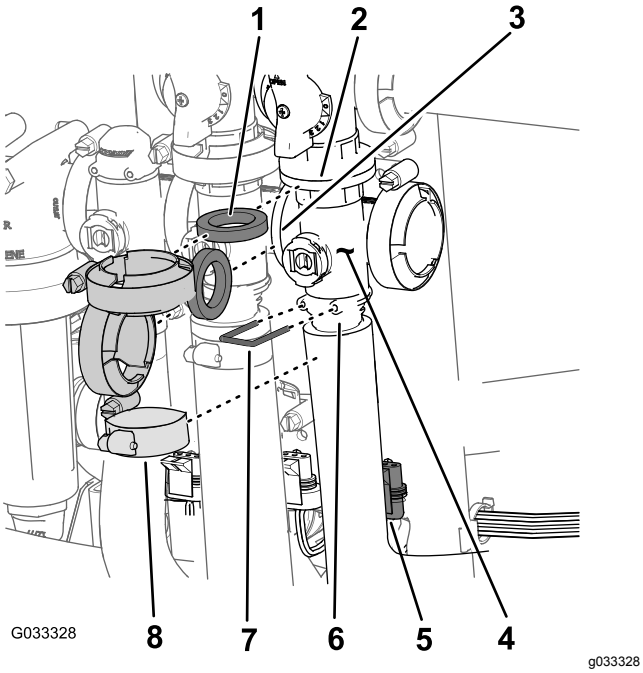

Rysunek 66
1. Zdejmij obejmy i uszczelki mocujące rozgałęźnik nadrzędnego zaworu sterowania zraszaniem (Rysunek 66) do nadrzędnego zaworu obejścia zraszania, zaworu mieszania oraz rozgałęźnika nadrzędnego zaworu sterowania zraszaniem (na końcu przewodu prowadzącego do przepływomierza).
2. Zdejmij element ustalający mocujący złącze wylotu do rozgałęźnika nadrzędnego zaworu sterującego zraszaniem (Rysunek 66).